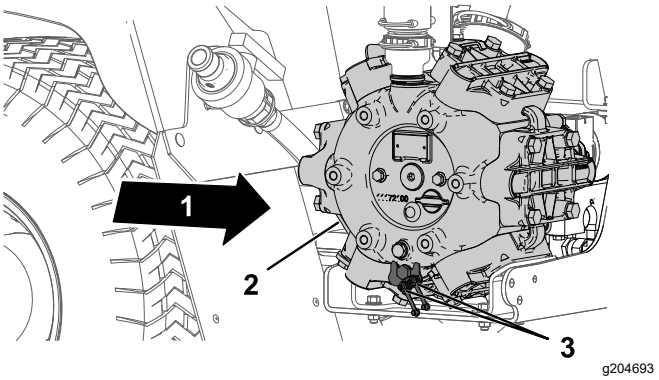

Bild 70
1. Wischen Sie die zwei Schmiernippel mit einem sauberen Lappen ab (Bild 70).
2. Pressen Sie Fett in die Schmiernippel (Bild 70).